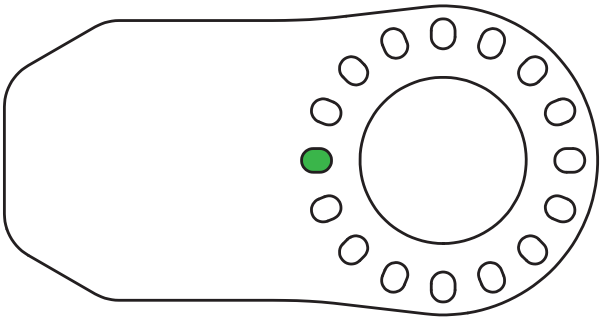

Figure 9 - Correct Bracket Hole for Pin on Top of Catch Can
1. Position the catch can in the mounting bracket, seating the pin on top of the catch can into the bracket hole shown in **Figure 9**. Confirm the IN port points directly to the front of the vehicle.